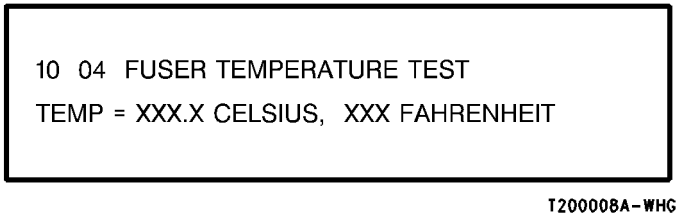

**Figure 2 Temperature Test Screen**
4. ( Figure 2): Check the bond paper fusing temperature when the following message is displayed.